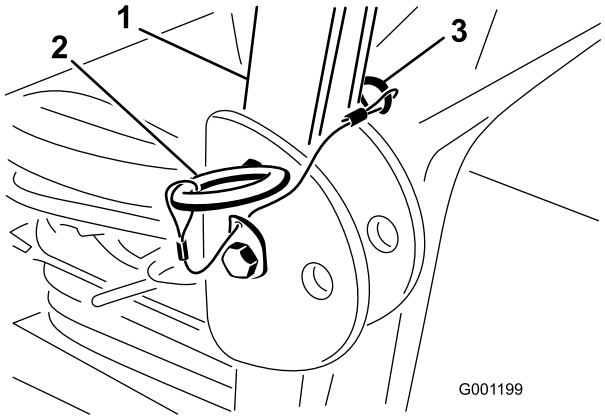

Figur 29
1. Fjern hårnålssplintpinnene og de to pinnene for å senke veltebøylen (Figur 29).
3. Monter de to pinnene og fest dem med hårnålssplintpinnene (Figur 29).
4. Fjern hårnålssplintpinnene og fjern de to pinnene for å heve veltebøylen (Figur 29).
5. Hev veltebøylen til oppreist stilling og monter de to pinnene og fest dem med hårnålssplintpinnene (Figur 29).